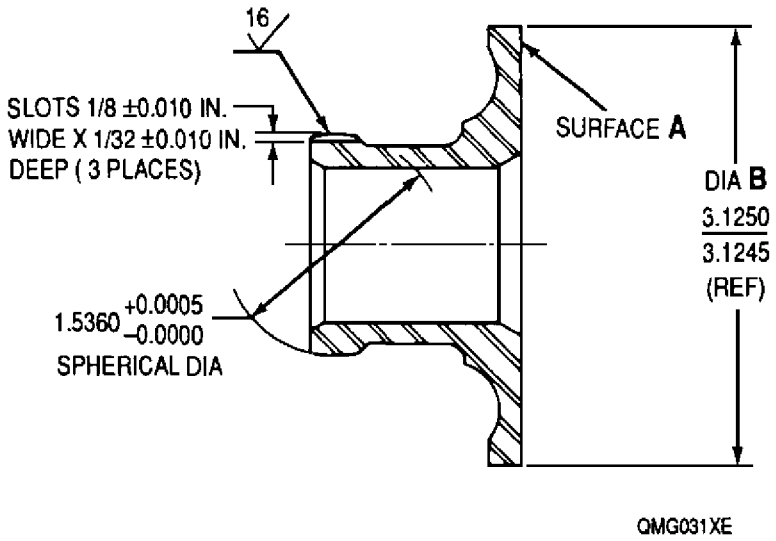

Figure 10. Turbine Coupling Shaft Front Adapter Repair
k. Select lockpins (6) for a drive fit and stake.
a. Locate adapter against outer end face of flange, Surface A, and establish zero concentricity with Diameter B (figure 10).